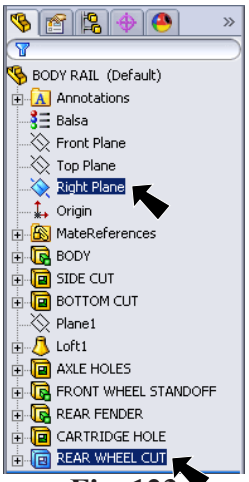

Fig. 123
Step 1. **Ctrl click Right Plane** and **REAR WHEEL CUT** feature to select both, **Fig. 123**.